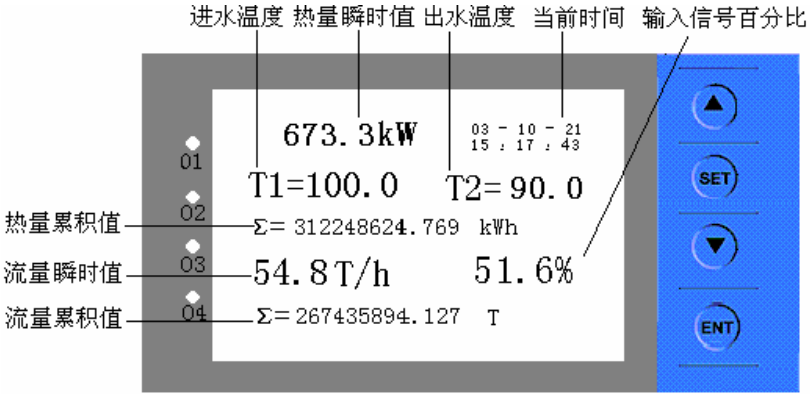

图 1：实时画面
三．面板示意图 1
3. 实时画面： 实时画面如图 1 所示。
返回到实时显示画面。（如图 1 所示）